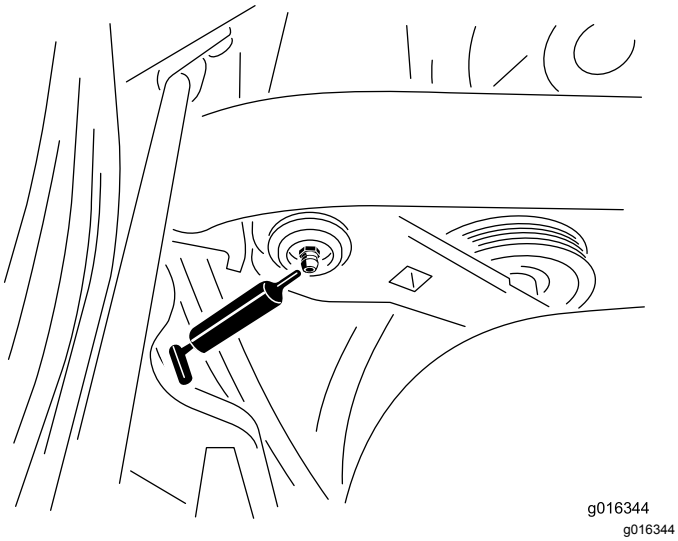

Figur 29
1. Tørk av smøreniplene slik at du ikke presser fremmedlegemer inn i lagrene eller hylsene (Figur 29).